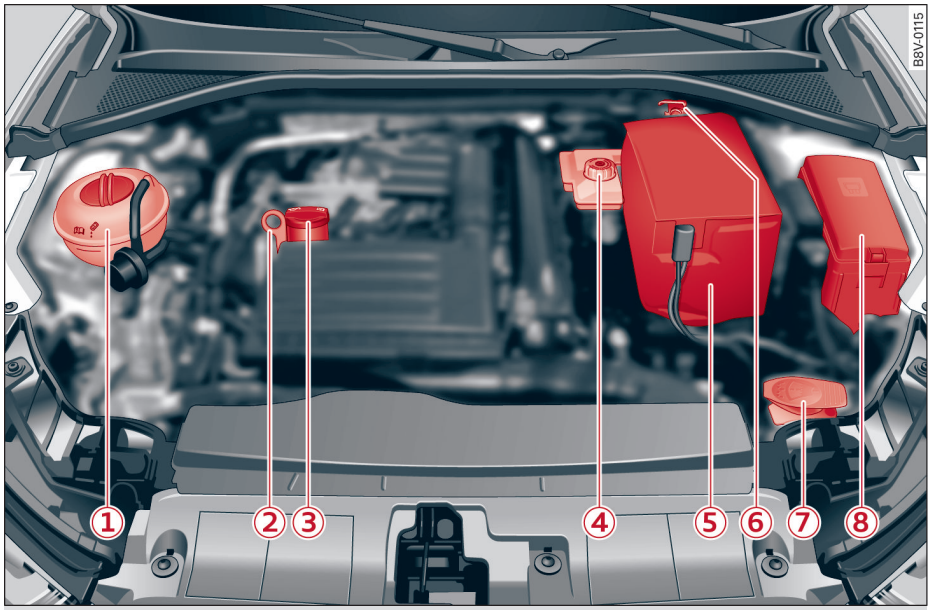

图 204 储液罐、发动机机油油尺和发动机机油加注口的典型布置
① 冷却液储存罐 （） 166
② 发动机机油标尺* 165
③ 发动机机油加注口（） . . . 165
④ 制动液储液罐（） 167
⑤ 蓄电池（+）在一个盖板下面 . . 168
⑥ 车身上的接地点 （－）
⑦ 车窗玻璃清洗液储罐（） . . 170
⑧ 保险丝盒 193
根据发动机型号，发动机机油加注口和机油尺（图中位置 ③ 和 ②）⇨ *图 204* 可能位于不同位置 。
▸ 拧下 发动机机油加注口的盖板 ⇨ *图 206*、⇨ *164 页*，*图 204*。